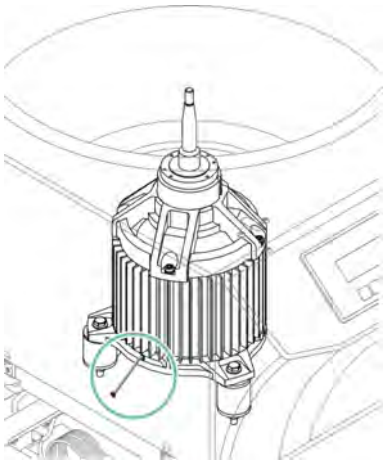

Fig. 28: Disconnecting the ground cable
15. Disconnect the ground cable (*Fig. 28*).
3. Attach the ground cable to the motor (*Fig. 28*).
10. Connect the ground cable (*Fig. 28*).